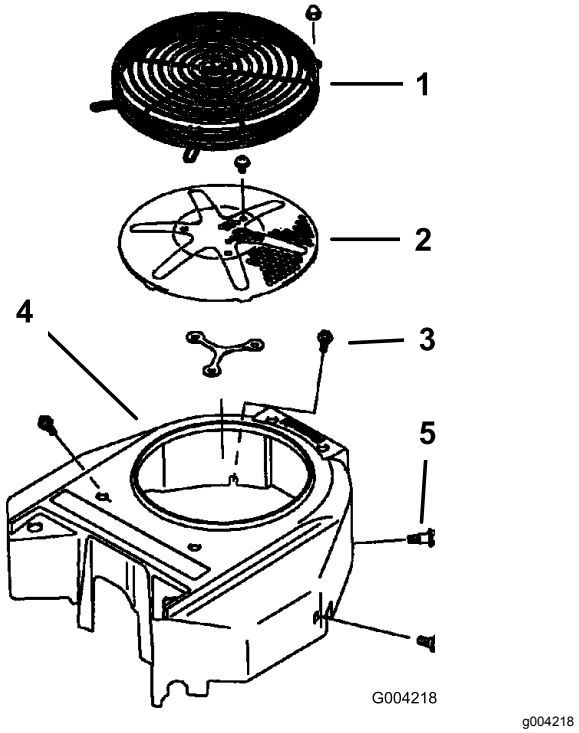

Figuur 79
Verwijder telkens voor gebruik eventuele grasresten, vuil of andere verontreiniging van het motorscherm. Dit draagt bij tot een adequate koeling en een correct motortoerental en verkleint de kans dat de motor oververhit raakt en mechanische schade oploopt (Figuur 79).
3. Verwijder het luchtinlaatrooster, de terugloopstarter en de ventilatorbehuizing (Figuur 79).
5. Verwijder de luchtinlaatroosters, de terugloopstarter en de ventilatorbehuizing (Figuur 79).